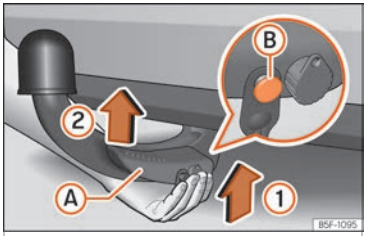

Fig. 172 Putting the tow hook in place. Step 1.
- Hold the tow hook **from below** and fit it into the hook hosing in the direction of the arrow ››› Fig. 172 ① until it is heard to fit into place ››› ⚠.
Lever ››› Fig. 172 Ⓐ **automatically** turns in the direction of arrow ② upwards, and the release bolt Ⓑ moves outwards (its red and green parts are visible) ››› ⚠.
- **Keep your hands away from the lever when fitting the tow hook to avoid trapping your fingers ››› Fig. 172 Ⓐ .**